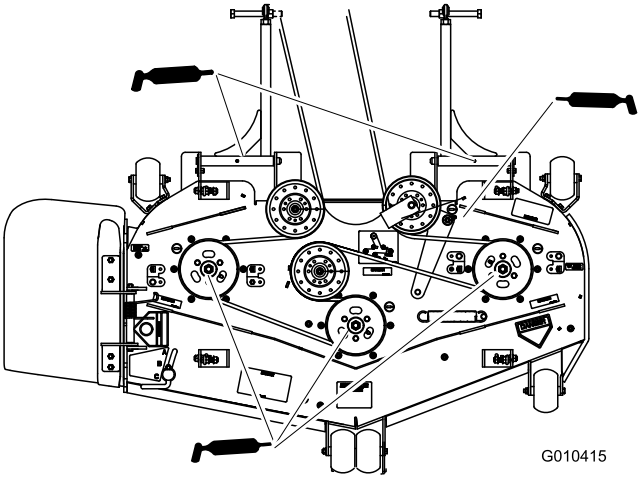

Figur 35
4. Smörj de tre spindellagren under remskivorna tills smörjfett tränger ut ur de nedre tätningarna (Figur 35).
5. Smörj mellandrevsarmen på klippdäcket (Figur 35).
6. Smörj nipplarna på skjutarmarna (Figur 35).